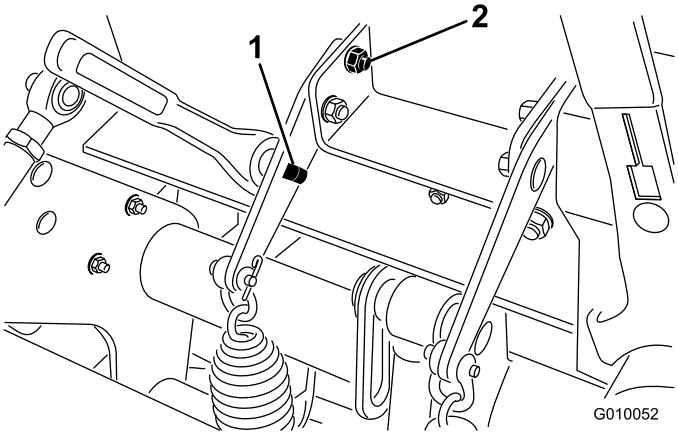

Figur 38
2. Sätt in en 1/2 tum spärrhake eller liknande i det fyrkantiga hålet i fjäderplattan (Figur 38).